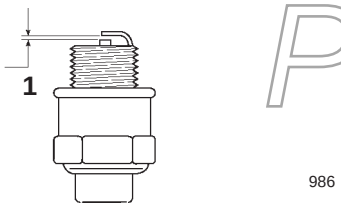

Figure 17
5. Set the gap on the new plug to 0.030 in. (0.76 mm) (Fig. 17).